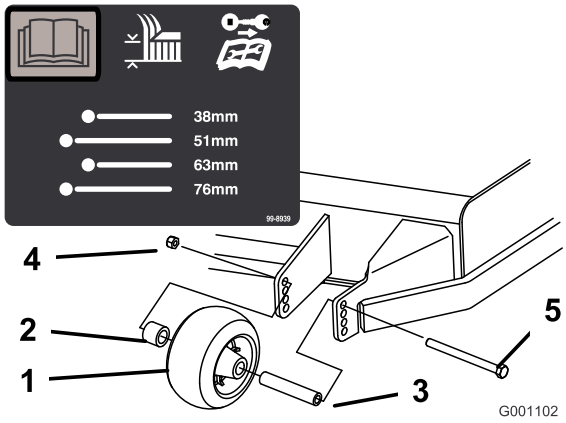
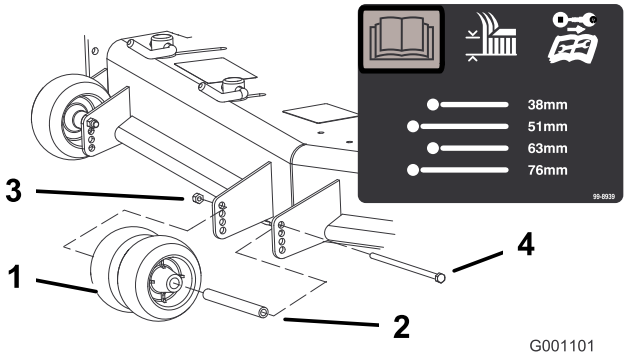
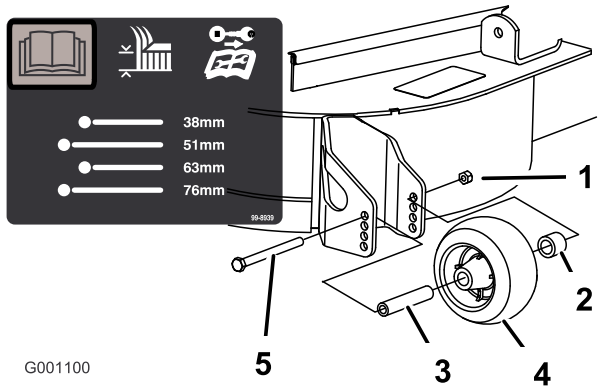

Figuur 17
Figuur 18
Figuur 19
3. Nadat u de maaihoogte hebt ingesteld, moet u de flensmoer, de lagerbus, het afstandsstuk en de bout verwijderen om de rollen in te stellen (Figuur 17, Figuur 18 en Figuur 19).
Opmerking: De twee middelste rollen hebben geen afstandsstuk (Figuur 18).
5. Monteer de flensmoer, de lagerbus, het afstandsstuk en de bout. Vastdraaien met een torsie van 54–61 Nm (Figuur 17, Figuur 18 en Figuur 19).